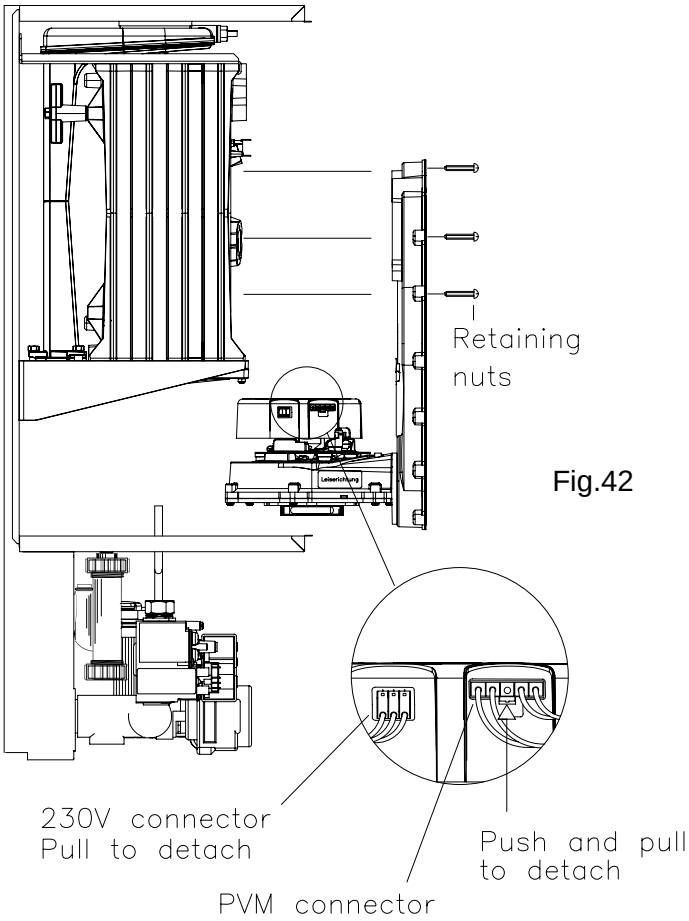

Fig.42
8.4.2 Remove three manifold/burner retaining nuts Fig. 42).
8.4.3 Detach power supply cables to fan (Fig.42). The fan and the manifold can then be remove from the boiler.